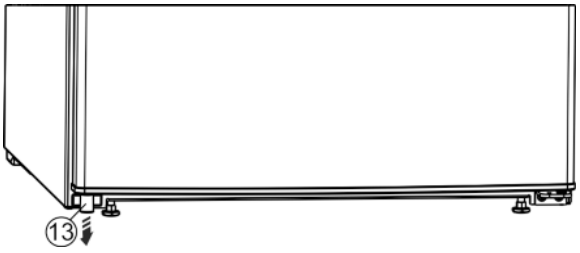

Fig. 4
▶ Retirer la butée *Fig. 4 (13)* de la porte en bas à gauche.